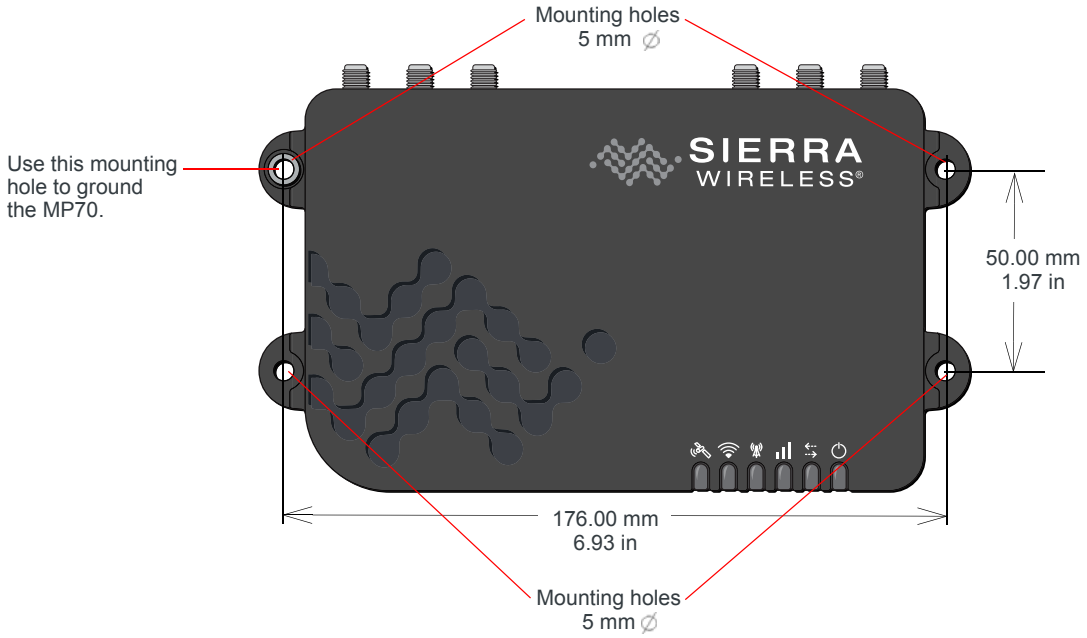

Figure 2-2: Mounting and Grounding the MP70
Sierra Wireless strongly recommends that you always ground the chassis using the unpainted mounting hole shown if Figure 2-2.
The MP70 has 4 mounting holes, as shown in Figure 2-2. Use the mounting screws that came with the MP70 to secure it in place.
- Connect one end of a short 18 AWG or larger gauge wire to the unpainted, upper right mounting hole (see Figure 2-2) and connect the other end to the vehicle chassis.